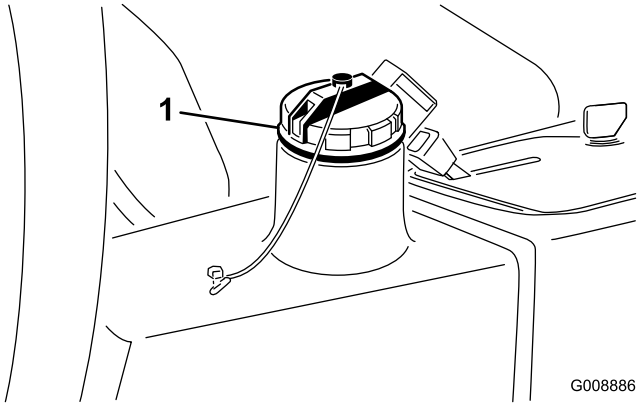

**Figur 74**
4. Fyld beholderen (Figur 74) med ca. 13,2 liter hydraulikvæske. Se afsnittet Kontrol af hydrauliksystemet.